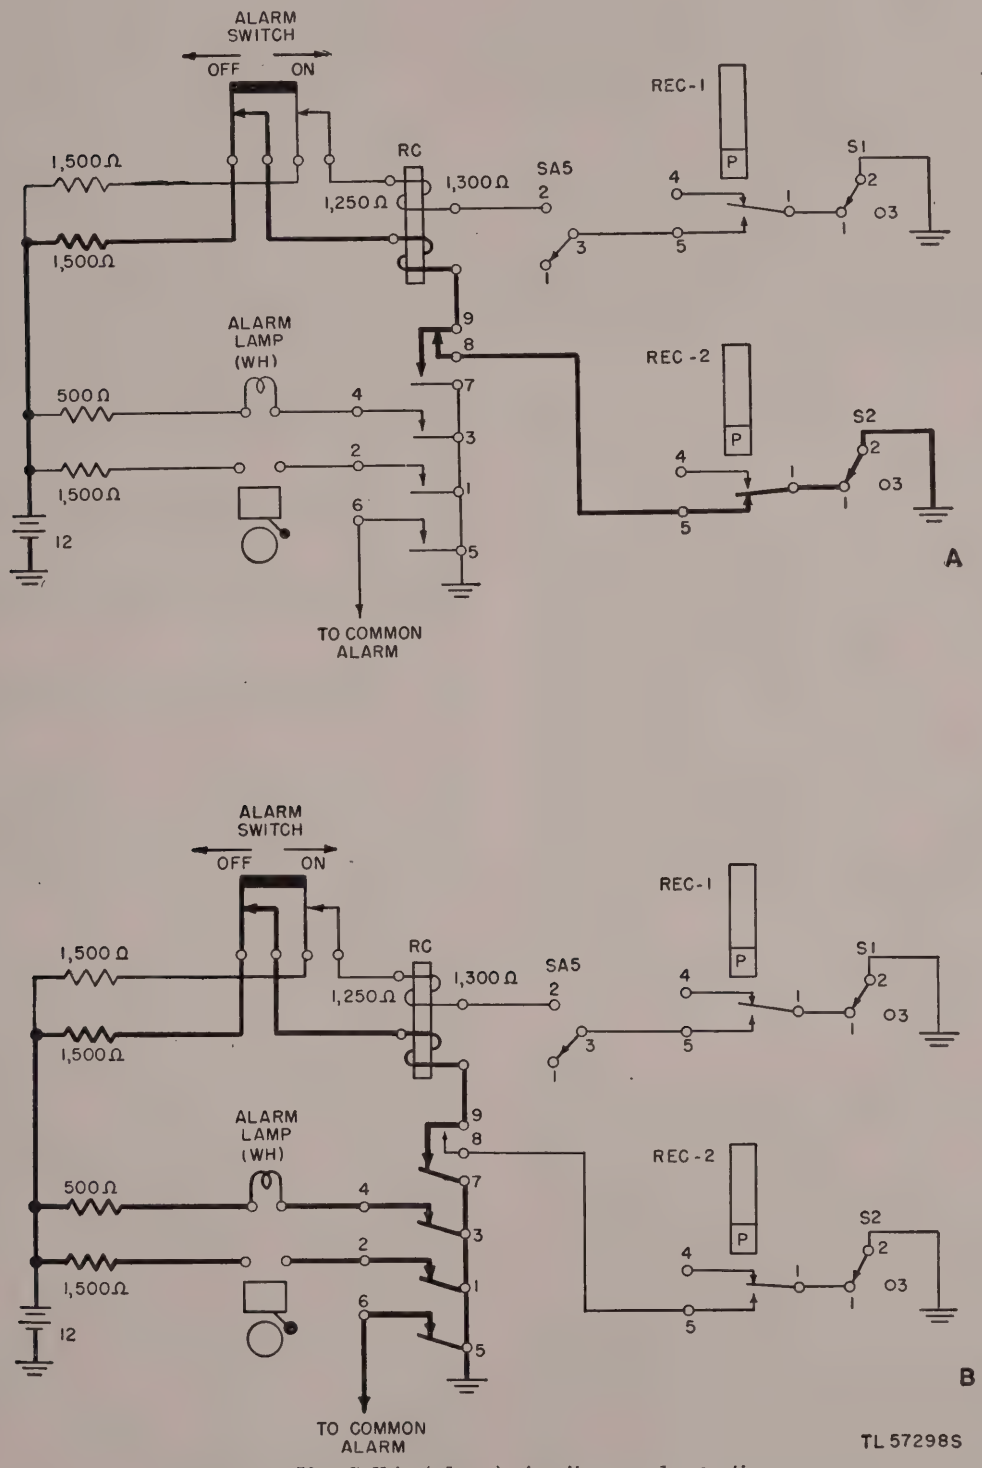

Figure 59. Call-in (alarm) circuit, normal operation.
a. Normal Operation (fig. 59). With switch SA in the NORMAL position, only the lower winding of RC is operative. When relay REC–2
b. Alarm Lamp (White). The white alarm lamp (par. 106, fig. 59) lights when a long break signal is received from a distant station.
c. Alarm Off (Button Out) Switch. The ALARM OFF (Button Out) switch operates (par. 106, fig. 59) by making or breaking battery connection to the windings of call-in relay RC. With the ALARM OFF switch in the ON position, bat-